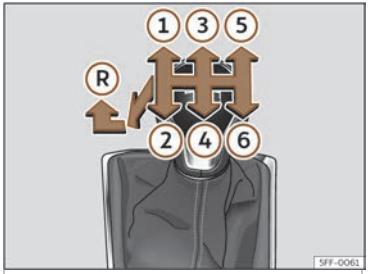

Fig. 144 Esquema dun cambio manual de 6 marchas.
As posicións das marchas están indicadas na panca de cambios››› **fig. 144** .
- Coa panca de cambios en punto morto, prémaa cara abaixo, móvaa á esquerda ata o final e despois cara adiante para seleccionar a marcha atrás››› **fig. 144** Ⓡ.